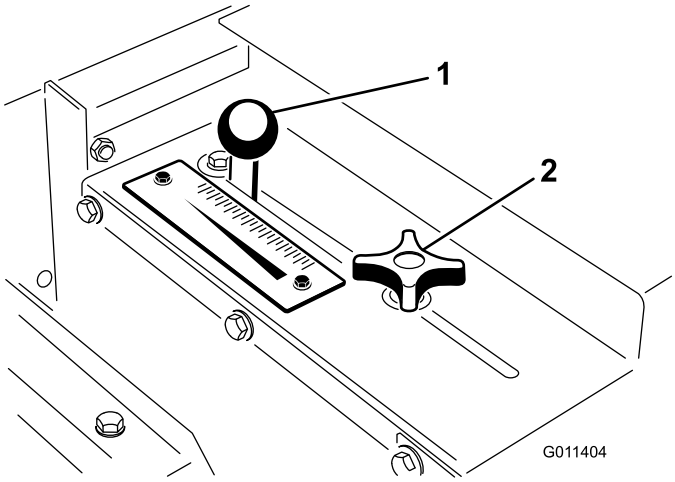

Figur 19
1. Løsn låsegrebet (Figur 19) tilstrækkeligt til, at det kan glide ubesværet langs åbningen.
2. Indstil portgrebet (Figur 19) til den ønskede position, og stram låsegrebet for at fastgøre justeringen.
Brug hastighedsskalaen (Figur 19) til at bestemme den ønskede gennemstrømningshastighed. Se dosering af sand.